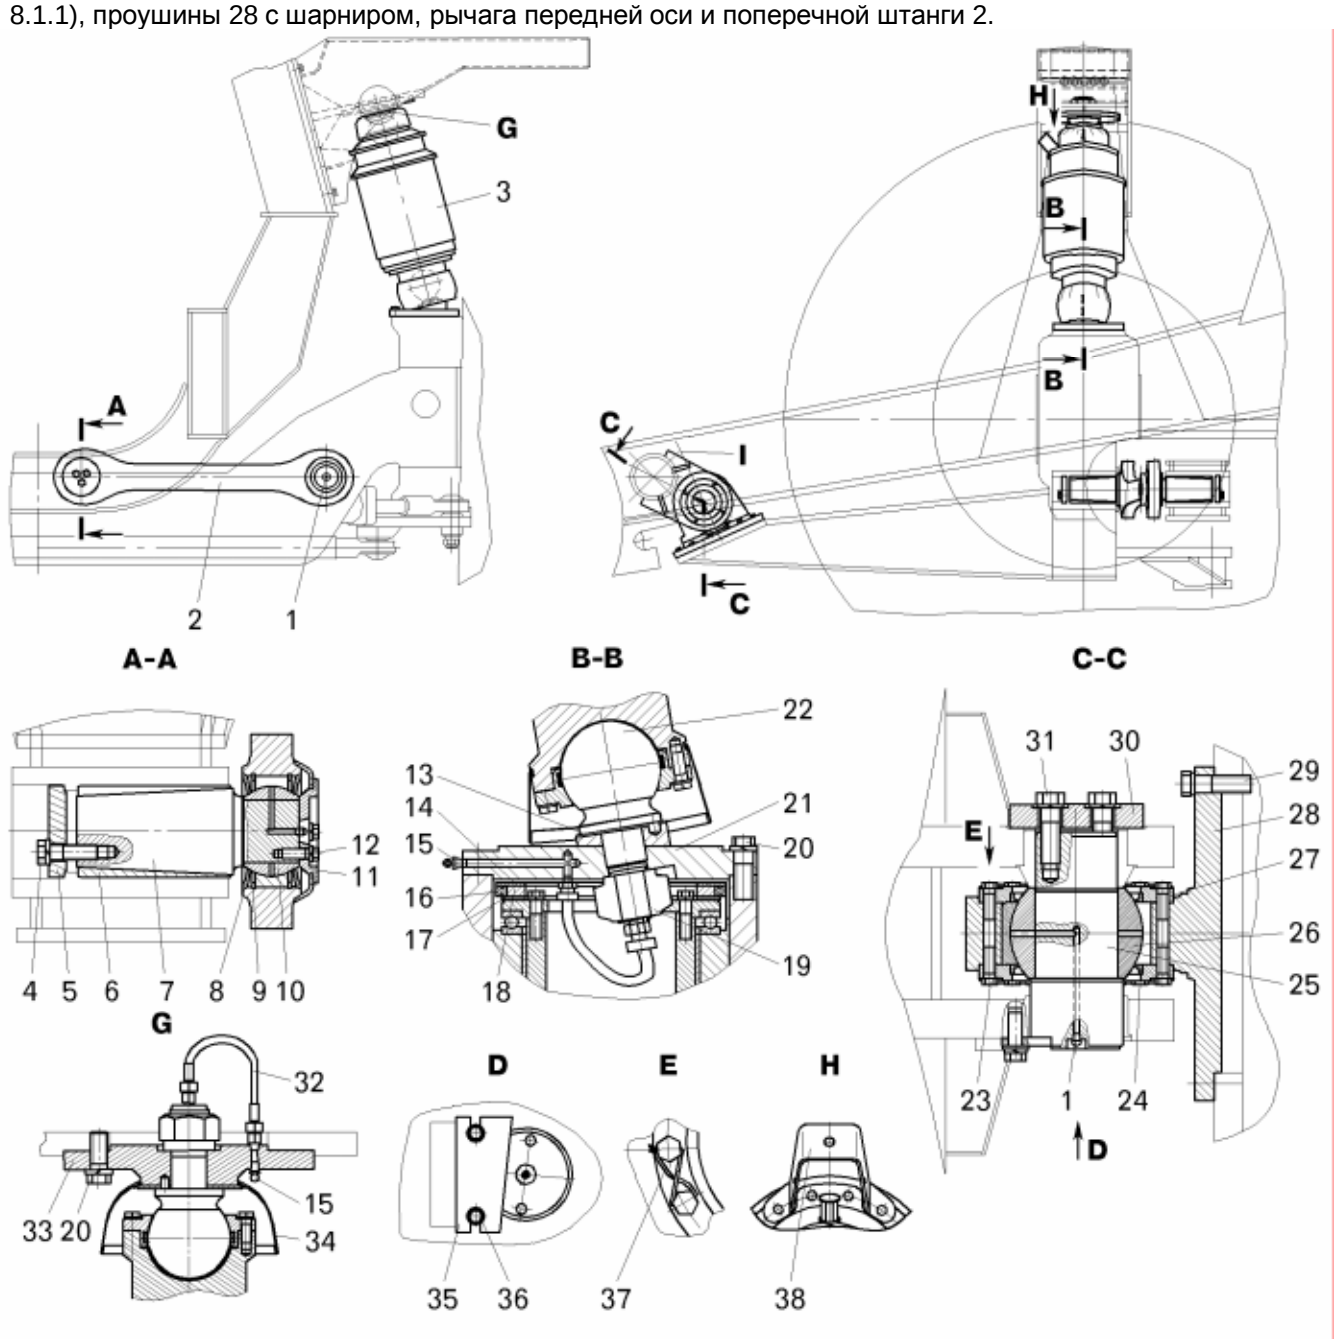

Рисунок 8.1.1 – Передняя подвеска:
Передняя подвеска – зависимая, состоит из двух пневмогидравлических цилиндров 3 (рисунок 8.1.1), проушины 28 с шарниром, рычага передней оси и поперечной штанги 2.
– отвернуть болты 20 (смотри рисунок 8.1.1) крепления нижнего кронштейна 21 цилиндра подвески к поворотному кулаку;
– отвернуть болты 20 (смотри рисунок 8.1.1) крепления кронштейна 33 к кронштейну рамы;